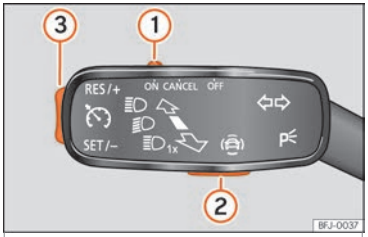

Fig. 255 A la izquierda de la columna de la dirección: mando y teclas para manejar el limitador de velocidad.
Si desea desactivar temporalmente el limitador de velocidad, p. ej., para adelantar, sitúe el mando ››› fig. 255 ① de la palanca de los intermitentes en la posición **CANCEL** o sitúe la tercera palanca en el punto de presión **CANCEL** o pulse la tecla ② de cualquier palanca.